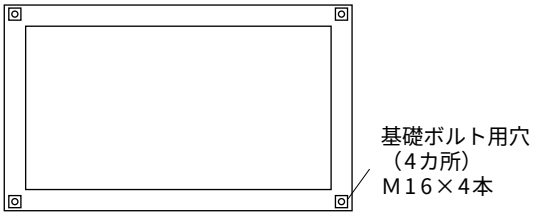

図1　PFAV-P1120, P1400, P1600形基礎図
①ユニットを設置する場合には、コンクリートなどのしっかりした基礎の上に図1、2に示すようにユニットを載せてください。また、基礎は床面より100mm以上高くし、水平度を取ってください。（基礎がしっかりしていませんと、振動発生の原因となります。）